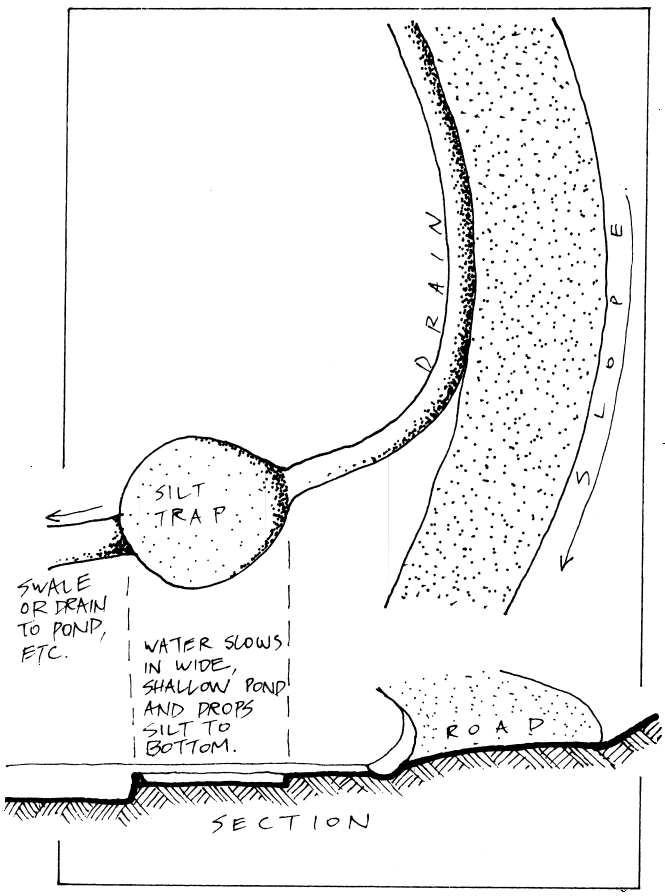

FIGURE 2.29 Road runoff led to silt trap; silt dug out periodically for potting soil.
2. Roads should, wherever possible, fulfil other functions, such as dam walls and firebreaks. The road as a water-collector can also be considered, with runoff led to swales and dams, or pooled and used as a silt trap for potting mix or tree mulch (**Figure 2.29**).